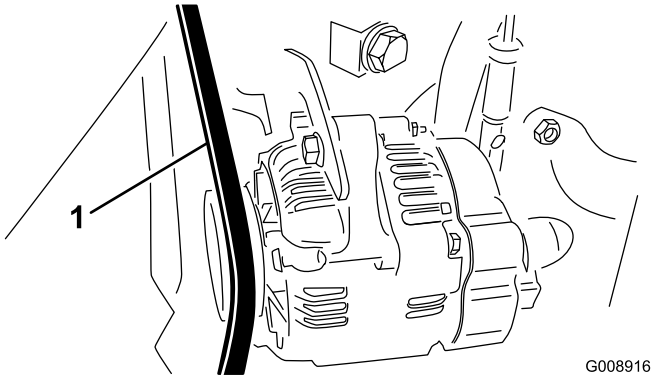

Figur 72
2. Kontrollera spänningen genom att trycka ned generator-/fläktremmen mittemellan generatorn och vevaxelskivorna med en kraft på 30 N·m (Figur 72).